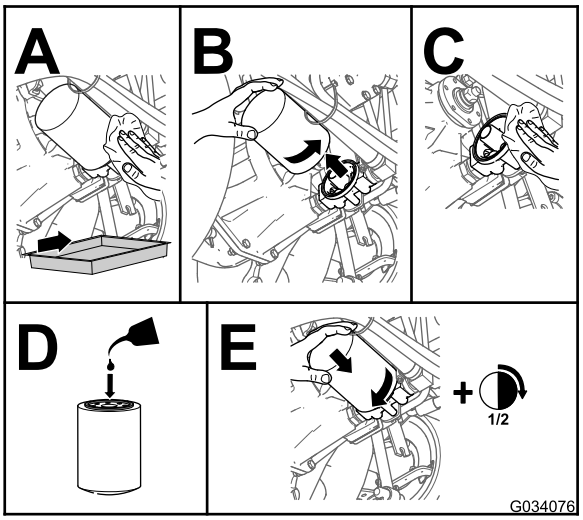

Figuur 86
4. Vervang het hydraulische filter (Figuur 86).